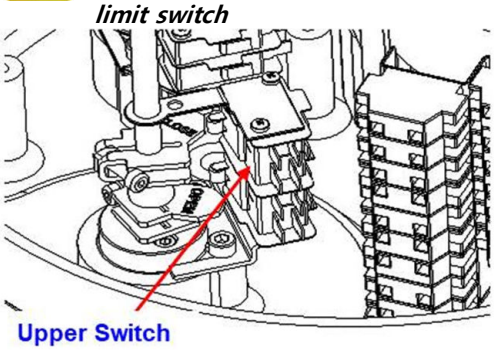

Figure 1: Close Cam Setting
4.3.3. Rotate the CLOSE cam towards CW until sounds 'clicks' from the limit switch lever. (see Figure 1)